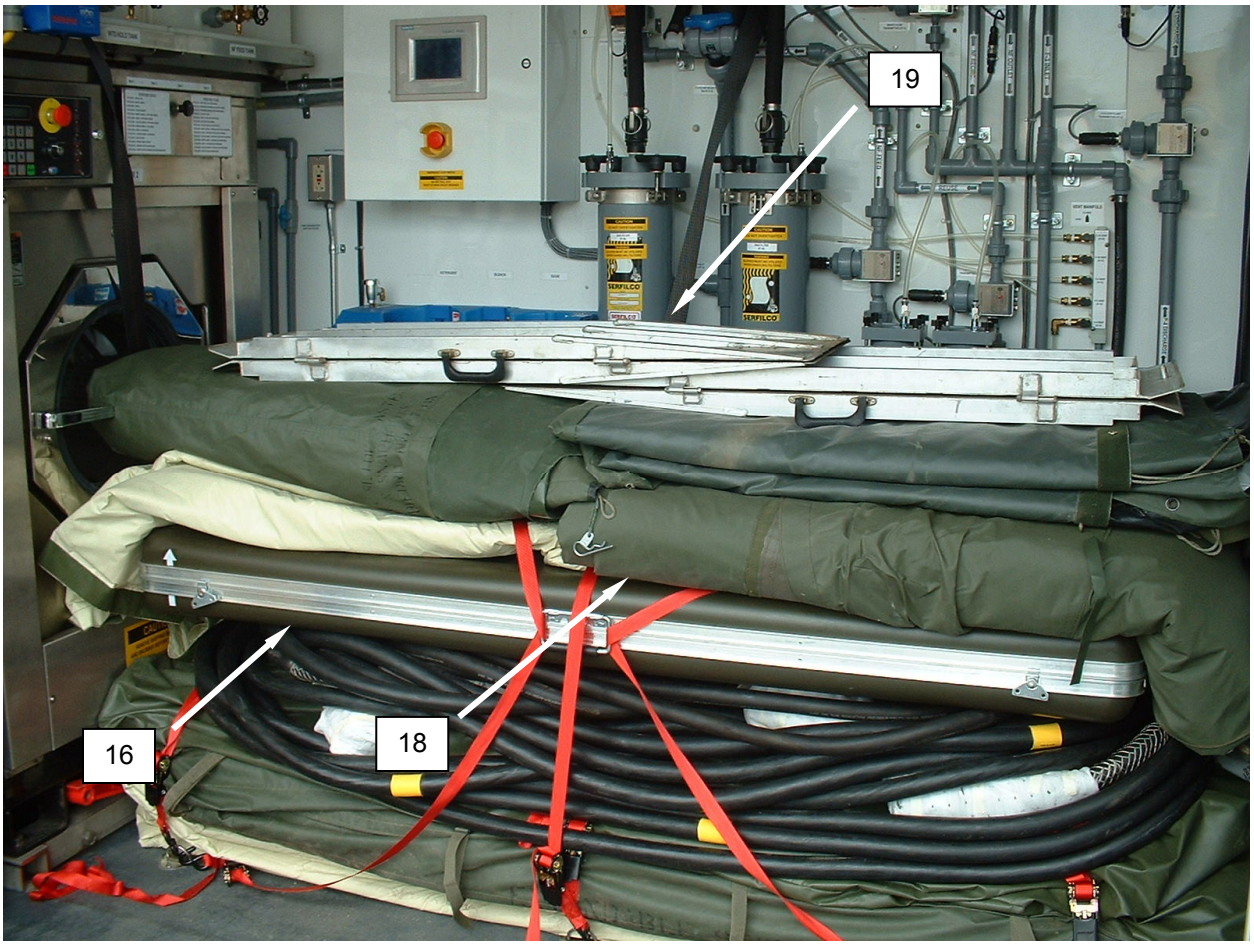

Figure 15. Placing the Ramps for Minimum Packout.
20. Place half the outer TEMPER fabric components **(Figure 15, Item 18)** on top of light case **(Figure 15, Item 16)**. Ensure the fabric sections fold down against the dryer door.
21. Place ramps **(Figure 15, Item 19)** on top of outer fabric components **(Figure 15, Item 18)**.